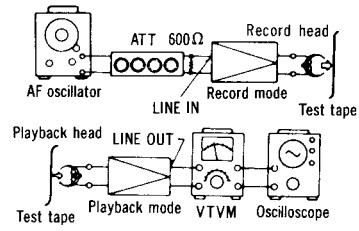
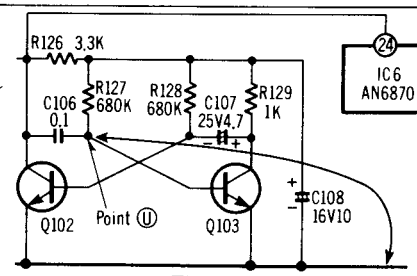

Fig. 17
Fig. 24
1. Test equipment connection is shown in fig. 17.
Ⓛ Fluorescent meter Condition: * Record mode * Input level controls ··· MAX * Output level control ··· MAX * Tape selector ··· Normal position Equipment: * VTVM * AF oscillator * ATT	1. Test equipment connection is shown in fig. 17. 2. As shown in fig. 24, connecting the base of Q102 and ground stops the oscillation of the a stable multivibrator comprising Q102 and Q103. 3. Supply 1kHz signal (−24 dB) to the LINE IN jack, then press the record button. 4. Adjust the ATT so that the output level at LINE OUT jack becomes 0.7 V (The input level at this condition is termed the standard input level). 5. Adjustment at "−20 dB": A. Adjust the ATT so that input level is −20 dB below standard recording level. B. Adjust VR101 so that the −20 dB segment lights up in the −20 ± 0.8 dB range (L-CH ONLY) (See fig. 25). 6. Adjustment at "0 dB": A. Adjust the ATT so that the output level at LINE OUT jack becomes 0.7 V. (The input level at this condition is termed the standard input level.) B. Adjust VR102 so that the +1 dB segment lights up in the 0 ± 0.2 dB range of the standard input level (See fig. 26). 7. Repeat twice between steps (5) and (6) above. 8. Adjust ATT and check that all segments light up when an input signal level is increased to 10 dB higher than the standard input level (See fig. 27).